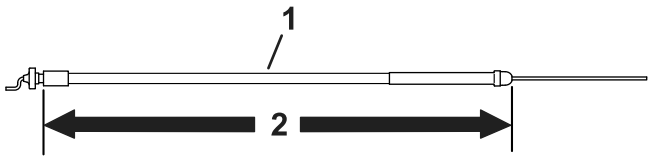

図 6
- モデル 04056 のトラクションユニットには、長さ 172.2 cm のスロットルケーブルを使用する図 6を参照。